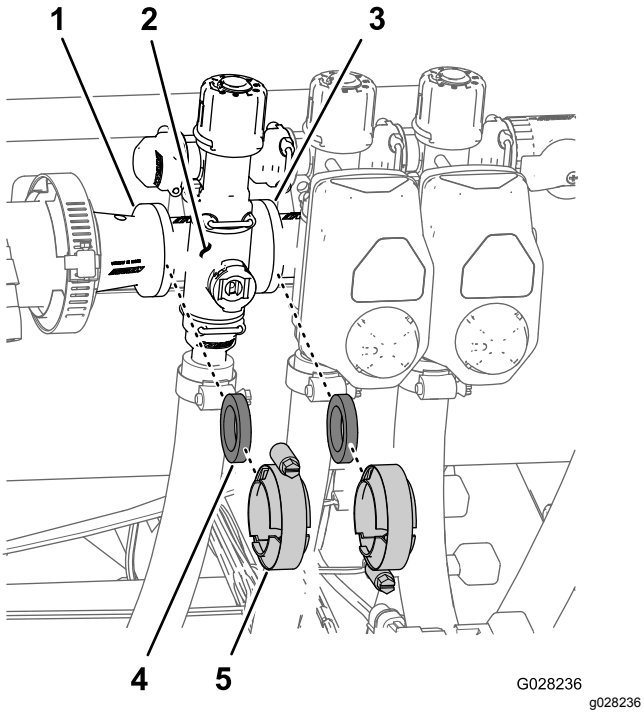

Figur 119
1. Fjern de klemmer og pakninger, der fastgør manifolden til sektionsventilen (Figur 119) til sektionsventilen ved siden af (hvis det er venstre sektionsventil) og reduktionskoblingen.